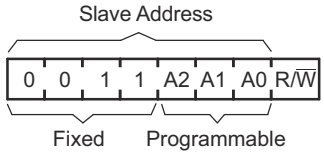
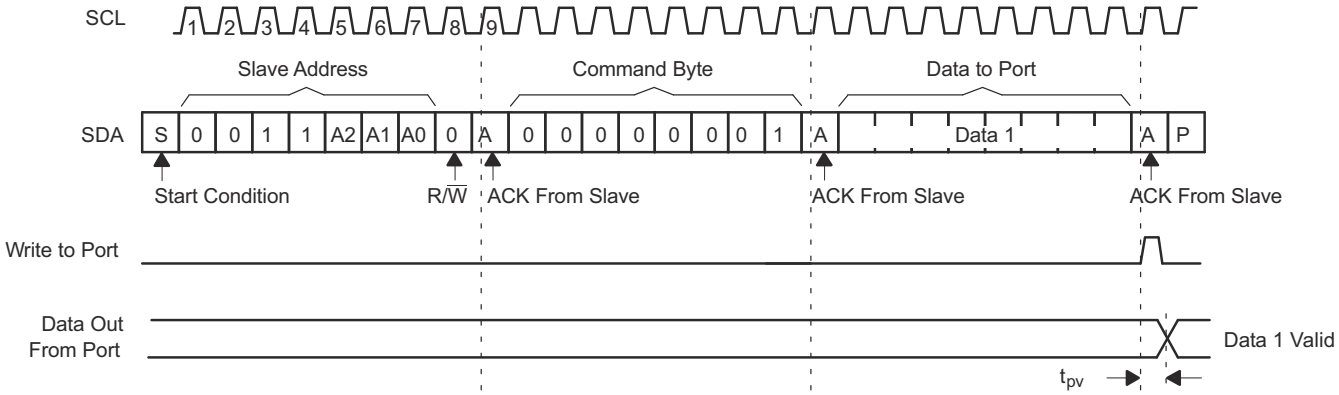
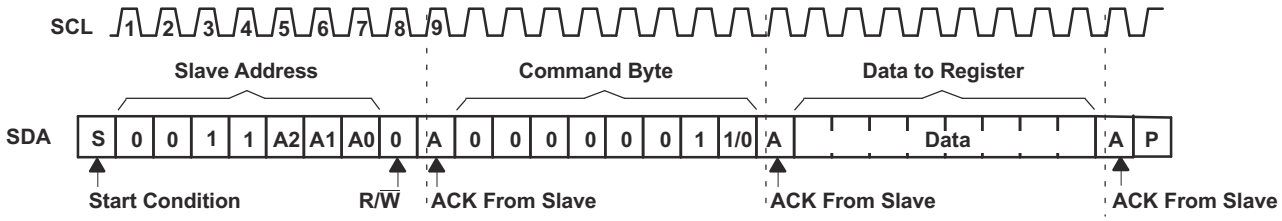
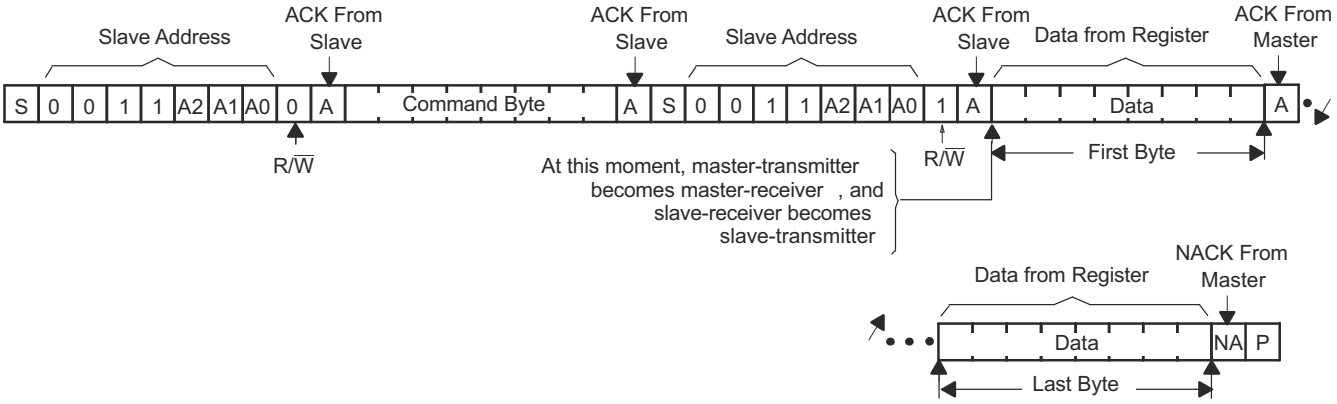

Figure 7-7. PCA9557 Address
Figure 7-9. Write to Output Port Register
Figure 7-10. Write to Configuration or Polarity Inversion Registers
Figure 7-11. Read From Register
The address of the PCA9557 is shown in Figure 7-7.
Data is transmitted to the PCA9557 by sending the device address and setting the least-significant bit (LSB) to a logic 0 (see Figure 7-7 for device address). The command byte is sent after the address and determines which register receives the data that follows the command byte. There is no limitation on the number of data bytes sent in one write transmission (see Figure 7-9 and Figure 7-10).
The bus master first must send the PCA9557 address with the LSB set to a logic 0 (see Figure 7-7 for device address). The command byte is sent after the address and determines which register is accessed. After a restart, the device address is sent again but, this time, the LSB is set to a logic 1. Data from the register defined by the command byte then is sent by the PCA9557 (see Figure 7-11 and Figure 7-12). After a restart, the value of the register defined by the command byte matches the register being accessed when the restart occurred. Data is clocked into the register on the rising edge of the ACK clock pulse. There is no limitation on the number of data bytes received in one read transmission, but when the final byte is received, the bus master must not acknowledge the data.
C. This figure eliminates the command byte transfer, a restart, and slave address call between the initial slave address call and actual data transfer from the P port (see Figure 7-11).